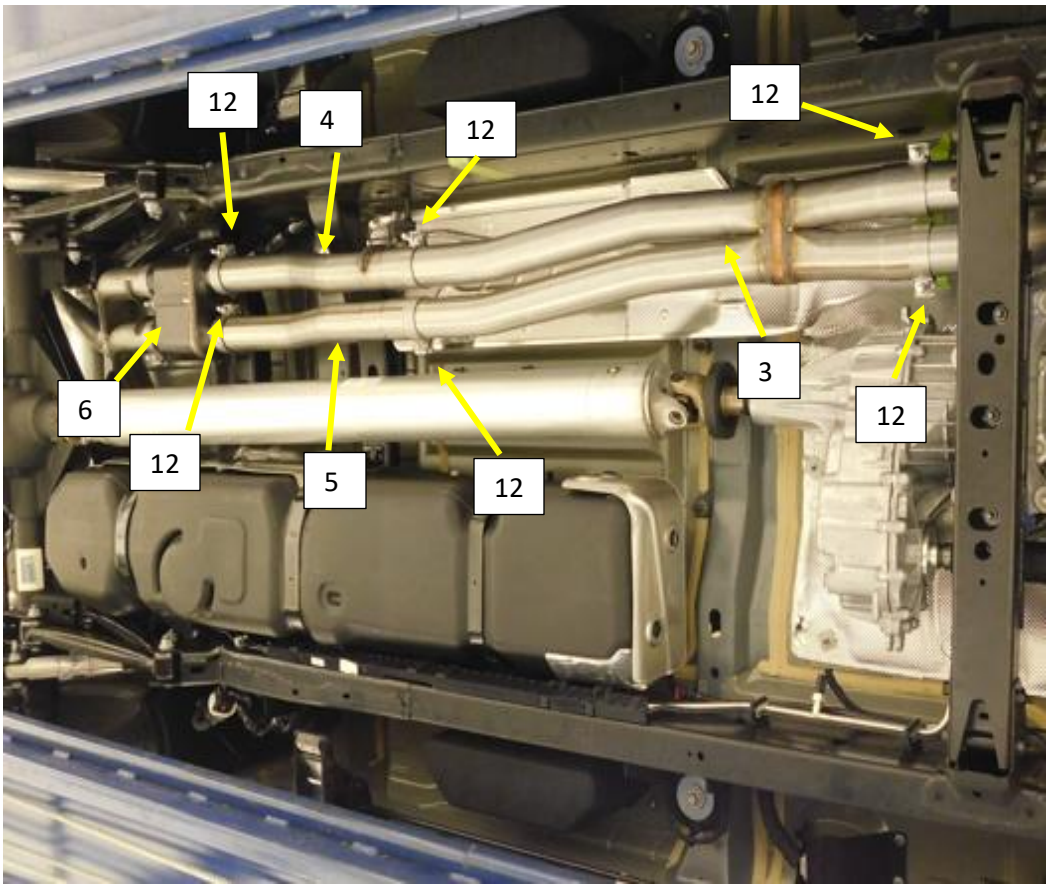

Figure.10
6. Install a 3" band clamp (12) on to each expanded and notched end of the Scvavenger pipe (3) with the bolts to the outside of the pipe and nuts facing the ground. **Fig.10**
7. Install the scavenger pipe (3) (after trimming to length if necessary) on to the down pipes with the Flowmaster logo towards the ground. Support the assembly. Tighten the clamps to allow for adjustment. ` **Fig.10**
8. Install a 3" band clamp (12) on to the expanded and notched end of each of the Right (4) and Left (5) muffler inlet pipes. **Fig.10**
9. Install the right muffler inlet pipe (4) on to the Scavenger pipe (3) and install the hanger rod into the Isolator on the frame. Tighten the clamp to allow for adjustment. **Fig.10**
10. Install the left muffler Inlet pipe (5) on to the Scavenger pipe (3), tighten the clamp to allow for adjustment. **Fig.10**
11. Install a 3" band clamp (12) on to each muffler (6) inlet pipe with the bolt facing away from the drive shaft and nut facing the ground. Install the muffler (6) on to the muffler inlet the pipes. Tighten the clamps to allow for adjustment. **Fig.10**